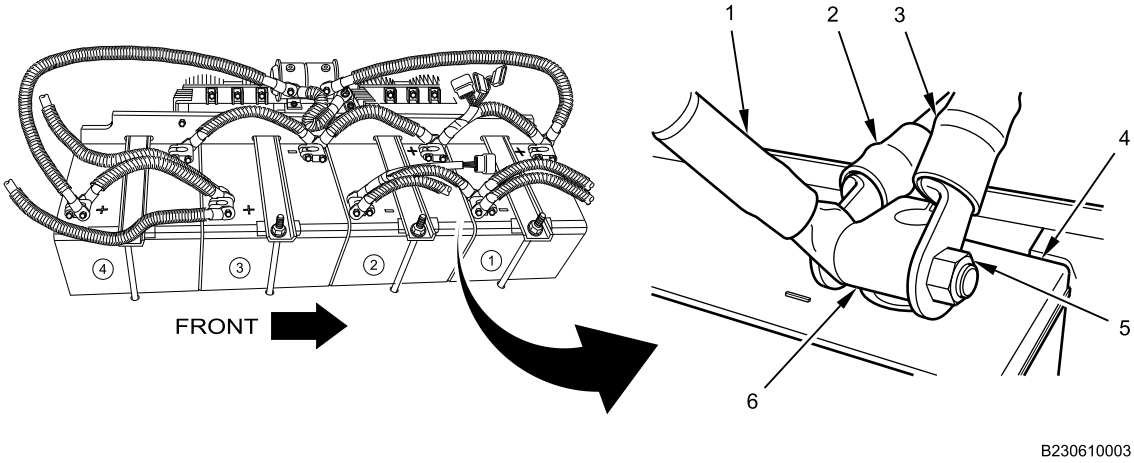

Figure 9. Battery 1 Ground Connections.
6. Install clean-ground cable terminal (Figure 9, Item 1), starter motor ground cable terminal (Figure 9, Item 2), and terminal bolt on negative stud adapter clamp (Figure 9, Item 6) on battery 1 (Figure 9, Item 4).
7. Install body ground cable terminal (Figure 9, Item 3) on terminal bolt on battery 1 negative stud adapter clamp (Figure 9, Item 6).
8. Install nut (Figure 9, Item 5) on terminal bolt on battery 1 negative stud adapter clamp (Figure 9, Item 6) and tighten securely.